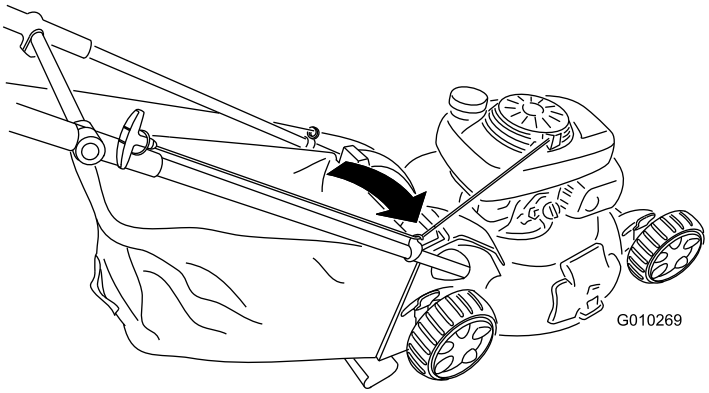

Figur 30
1. Før startsnoren rundt om det nedre snorestyr (Figur 30).